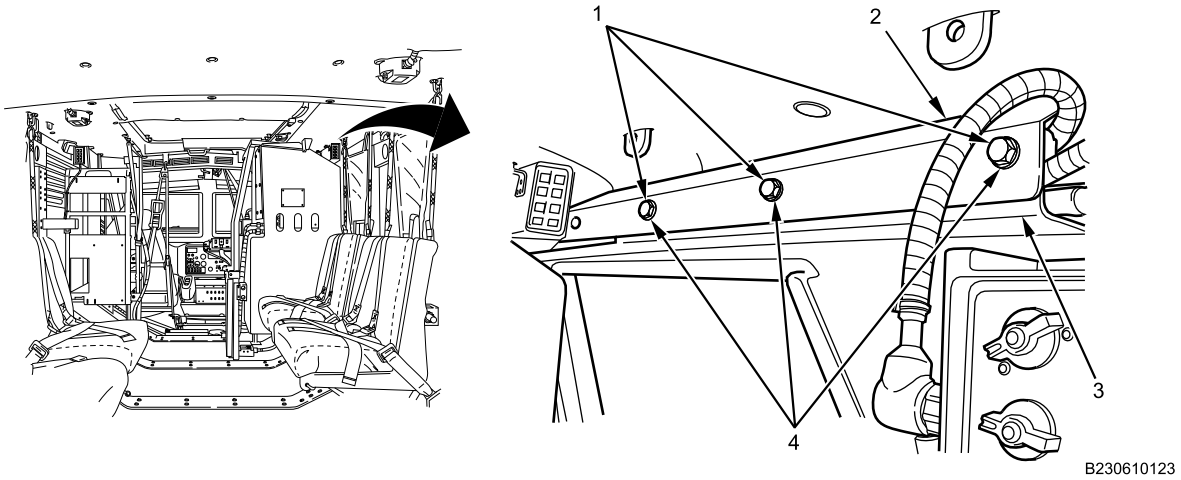

Figure 6. Right Front Cabin Molding.
6. Remove three bolts (Figure 6, Item 1), flat washers (Figure 6, Item 4), and right front cabin molding cover (Figure 6, Item 2) from front molding channel (Figure 6, Item 3).